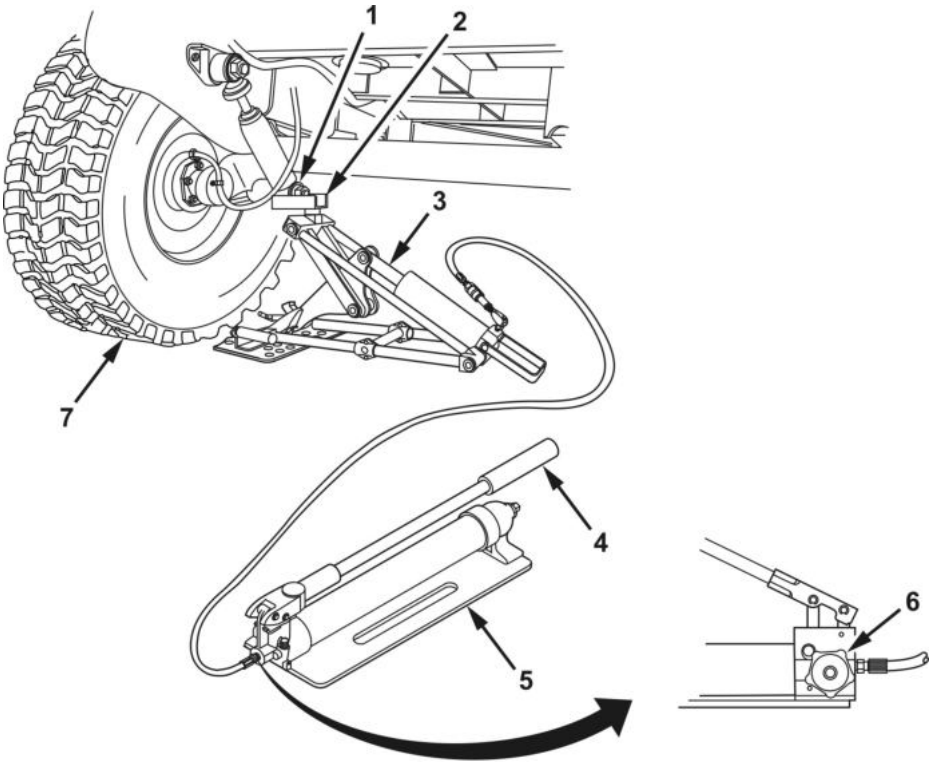

Figure 4. Jack Positioning.
5. Position trailer adapter (Figure 4, Item 2) of jack unit (Figure 4, Item 3) under lower shock mounting bolt (Figure 4, Item 1).
Ensure relief valve (Figure 4, Item 6) is in the closed position before attempting lift operation. Closed position on pump unit is clockwise rotation.
7. Grasp pump handle (Figure 4, Item 4) of pump unit (Figure 4, Item 5) and use smooth, full strokes of handle to raise trailer high enough to allow removal of wheel assembly (Figure 4, Item 7) and to install fully inflated replacement wheel assembly.